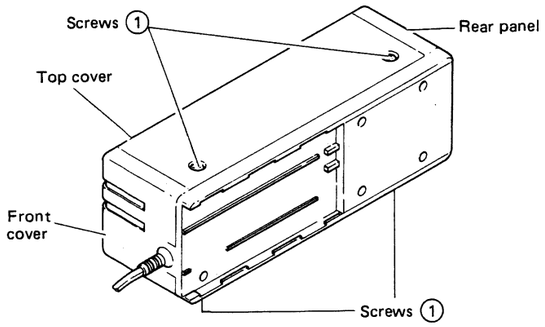

Fig. 2-1
1. Remove 4 screws (1) to remove the top cover. (Refer to Fig. 2-1.)